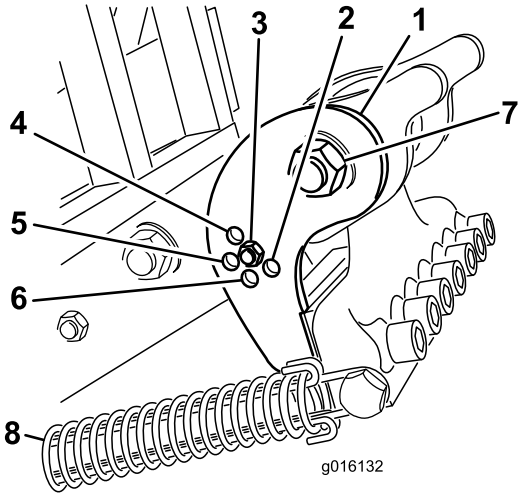

**Rysunek 35**
Ustaw kąt pochylenia (Rysunek 35) we właściwej pozycji uzależnionej od długości używanych zębów. Ogranicznik głowicy ustawiany jest w jednej z pięciu gotowych pozycji poprzez wybór otworu, do którego przykręcony jest koniec pręta regulacyjnego. Otwory te nie są przydzielone na stałe, na przykład użycie zębów o długości 25 cm w położeniu 30 cm pozwala w niektórych sytuacjach uzyskać równiejsze otwory.
3. Odłącz sprężynę napinającą od głowicy z zębami (Rysunek 35).
4. Odkręć nakrętkę i śrubę znajdujące się w otworze regulacyjnym we wsporniku pochylenia (Rysunek 35).